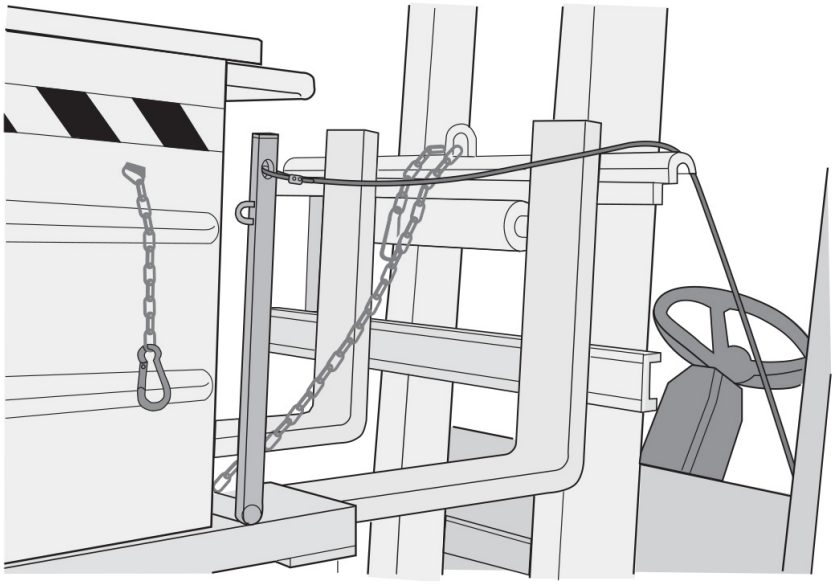

Abb.6.1.4 Das Band an der angegebenen Stelle platzieren
• 6.1.5 Positionieren Sie das Seil des Auslösehebels am Bedienstand des Gabelstaplers (**Abb. 6.1.4**).
• 6.1.5 Position the card of the release lever in the fork-lift truck driver's seat (fig. 6.1.4).